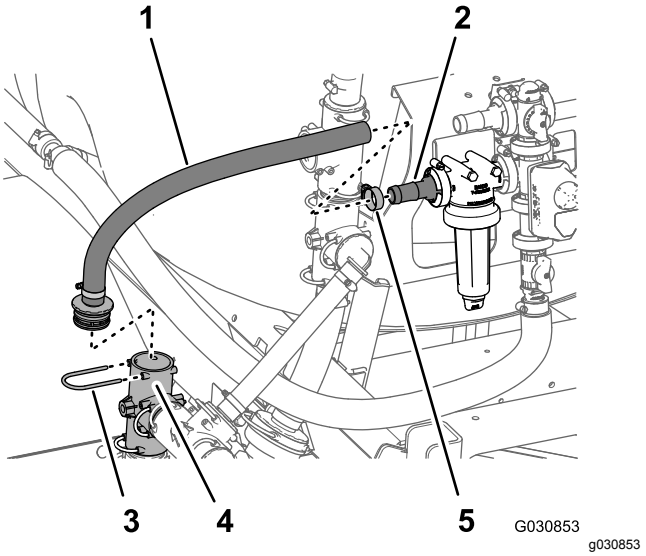

Figur 104
1. Monter navet til den lige fitting med modhager for enden af forsyningsslangen (1 x 23-1/8 tomme) i T-fittingen ved sprøjtepumpens udgangport (Figur 104) med den holder, du fjernede i trin 3 i Afmontering af omrøringsventilen, kugleventilen og slangerne (side 32).
2. Monter forsyningsslangen (1 x 23-1/8 tomme) med den lige fitting med modhager på den lige fitting med modhager i filterhovedet (Figur 104).